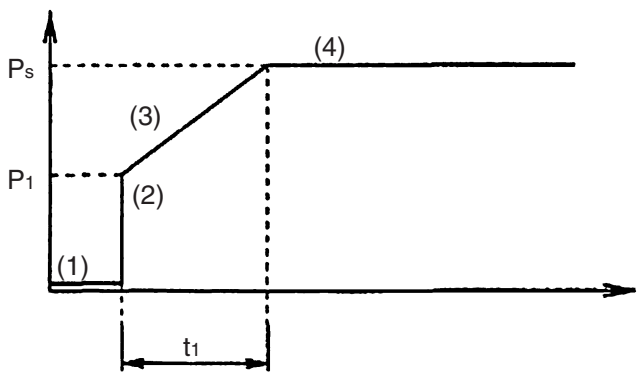

Figure 5 Boosted pressure characteristic
Through the processes (1) through (4) above, the relief pressure varies as in Figure 5.